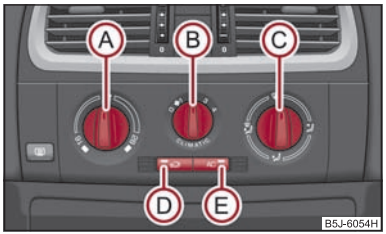

Fig. 89 Climatic: Control elements
– Press the button (D) ⇒ page 81, fig. 89, the warning light lights up in the button.
The recirculated air mode is switched off automatically if the air distribution control (C) is in position ⇒ page 81, fig. 89. You can also switch recirculated air mode on again from this setting by repeatedly pressing button .
The air conditioning system operates when switch AC ⇒ page 81, fig. 89 E is pressed and the following conditions are met:
- Turn the control dial (A) ⇒ fig. 89 to the right in order to increase the temperature.
- Turn the control dial (A) to the left in order to increase the temperature.
- Press the button [AC] (E) ⇒ fig. 89. The warning light lights up in the button.